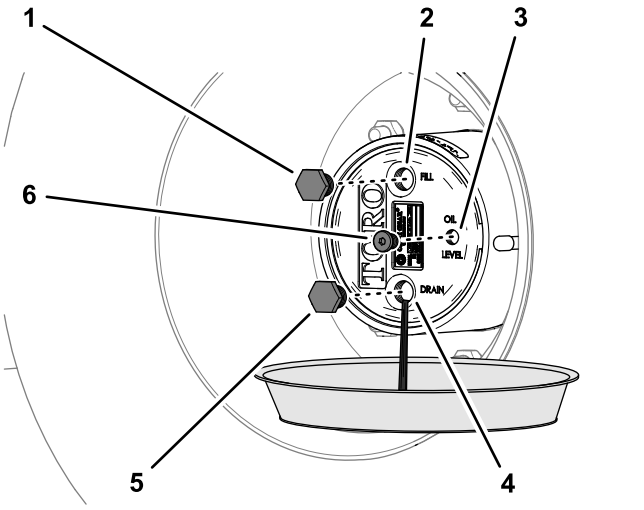

Figura 99
2. Coloque um recipiente de escoamento debaixo do cubo da transmissão da engrenagem planetária, retire o tampão de escoamento, tampão de enchimento e tampão de verificação e deixe o lubrificante drenar completamente (Figura 99).